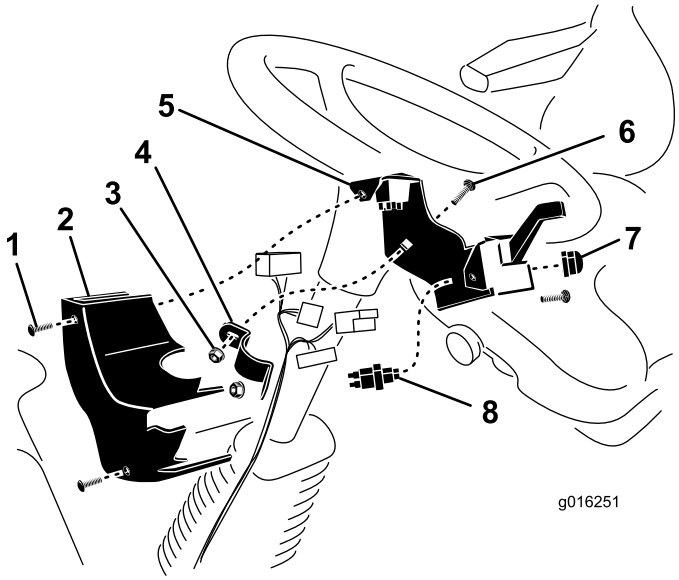

Figur 5
2. Montera kolonnfästets enhet på styrkolonnens baksida med hjälp av kolonnfästets beslag och de två vagnsbultarna (3/8 x 1 tum) och flänsmuttrarna (3/8 tum). Placera kolonnfästet så högt som möjligt på styrkolonnen (se Figur 5). Se till att kolonnfästet inte blockerar ratten på något sätt.
3. När du har anslutit kablaget till knapparna monterar du fast kolonnens kåpa på kolonnfästet med två hastighetsmuttrar och skruvar (Figur 5).